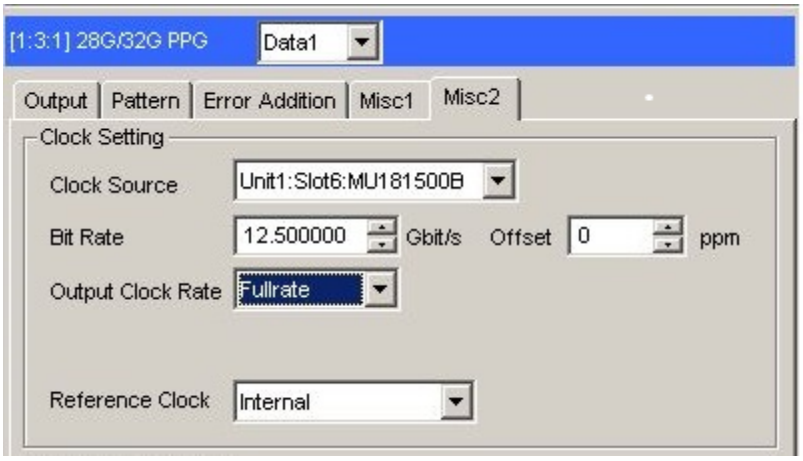

図E.3-2　MU183020A [Misc2] タブの Output Clock Rate 設定
4. MU183020A の **Clock Output**コネクタと MP1825B の **Clock Input**コネクタを，ケーブルセットの 1.3 m，K コネクタケーブルで接続します。このとき，MU183020A [Misc2] タブの Output Clock Rate 設定を，[Fullrate] にしてください。(図 E.3-2)